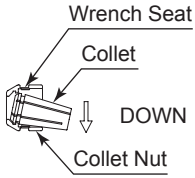

Fig. 4
② The collet and collet nut are secured by a groove in the collet and a flange in the collet nut. To remove the collet hold the collet nut in one hand and push diagonally down on the collet. The collet should be released (Fig. 4).
Press the collet in the collet nut by positioning the collet in the collet nut and pressing down on flat surface (Fig. 4).